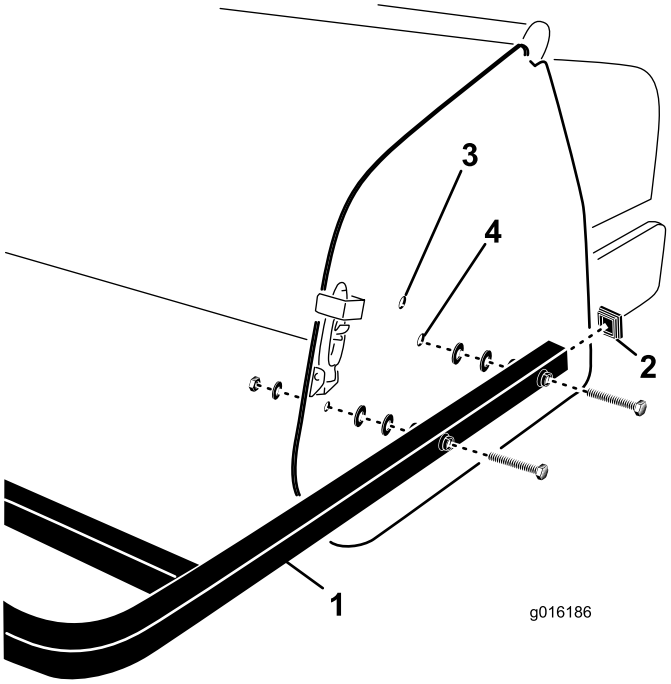

Figur 29
1. Sätt in ändkåporna i ändarna på rören på de bakre skydden (Figur 29).
2. Passa in hålen i monteringsrören på det bakre skyddet med hålen i luftarens sidoplåtar (Figur 29).
3. Fäst skyddets monteringsrör vid sidoplåtarna med fyra (4) skruvar, planbrickor och muttrar (Figur 29).